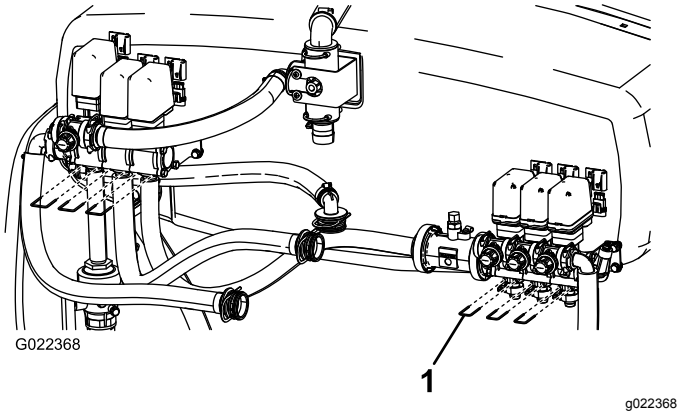

Figur 50
B. Fjern de 3 gafler, der fastholder ventilsæderne på ventilenheden (Figur 50).
Bemærk: Sørg for at holde tal på fjedrene i ventilen (Figur 50).